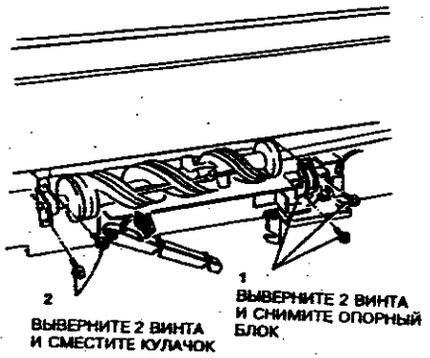

**Рисунок 2. Перемещение кулачков**
6. (Рисунок 2) Сместите передний и задний кулачки.
*ПРИМЕЧАНИЕ: (Рисунок 2) Процедура показана для переднего кулачка. Для переднего кулачка процедура выполняется аналогично.*